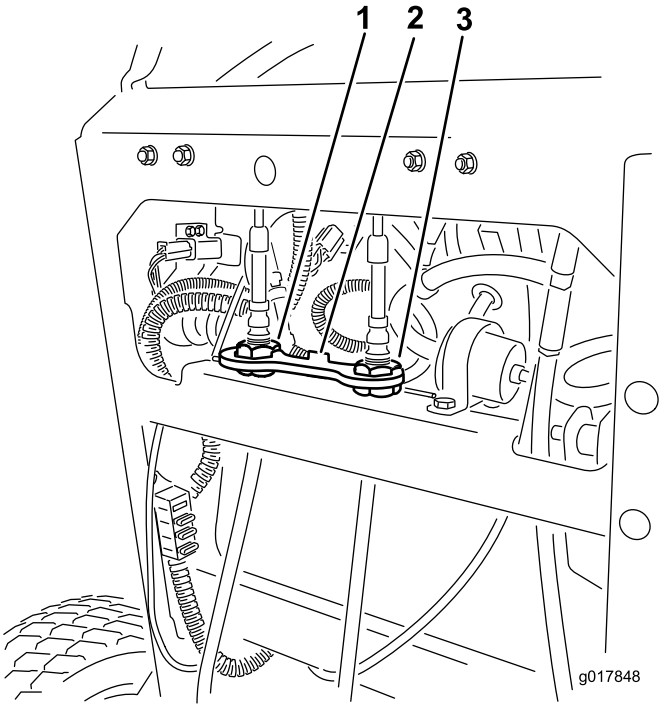

Figur 71
6. Montera kabellåset på kabeljusteringsmuttrarna för att säkra justeringen (Figur 71).